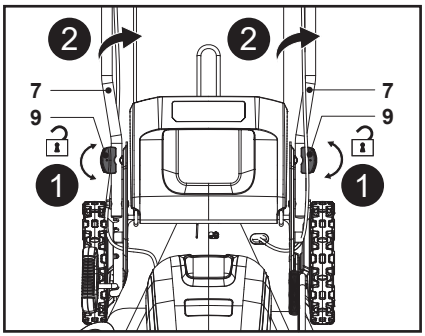

Fig. 10
2. Desserrer les deux poignées de serrage (9) en les tournant à 90° dans le sens horaire ou antihoraire, puis faire pivoter l'ensemble de guidon (5, 7) pour l'éloigner de sa position (Fig. 10).
3. Aligner l'un des deux autres trous de montage des guidons inférieurs (7) sur les deux supports de guidon (10) et tourner la poignée de serrage (9) à 90° vers l'arrière.
4. Faire pivoter l'ensemble de guidon (5, 7) jusqu'à ce que la goupille de tension automatique (9a) passe à travers le trou de montage du support de guidon (10). L'ensemble de guidon (5, 7) est maintenant fixé.